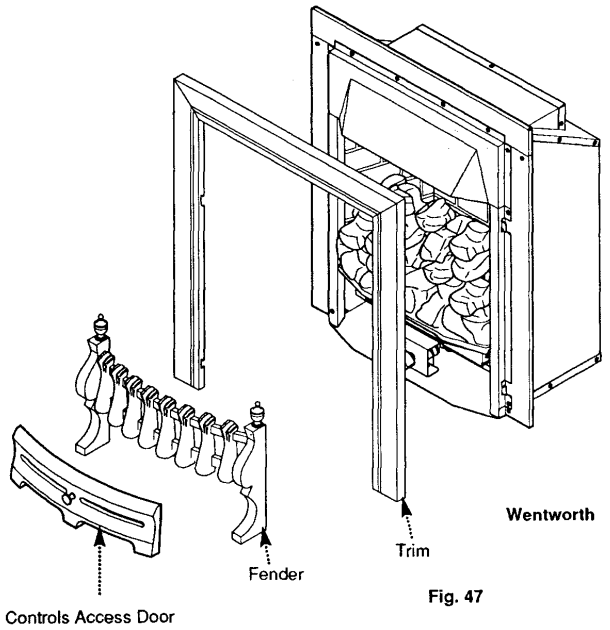

Fig. 47
1. Remove the controls access door and fender assembly (Fig. 47 or 48).
10.2 Wentworth Models (Fig. 47)